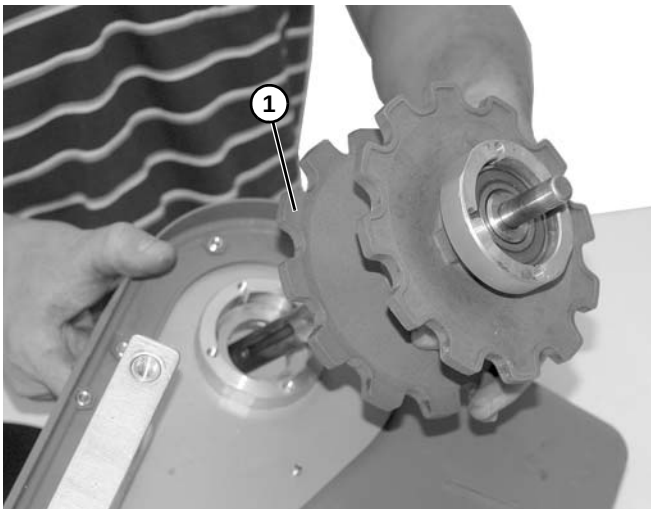

Figure 75
8. Remove spindle shaft assembly **(Figure 75, item 1)** from idler head plate assembly.